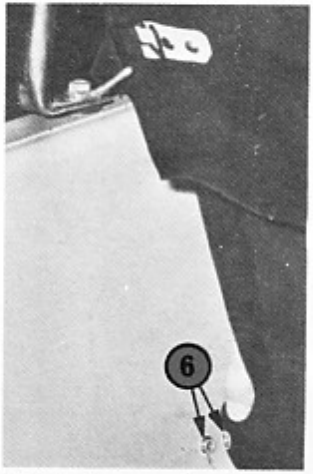

Fig. 43 - Cappotta in posizione "Pick-up"
- Con l'intelaiatura tubolare anteriore collocata (rif. 1), introdurvi la parte alta della centina posteriore (rif. 2), quindi bloccare i piedini sinistro e destro tramite il dispositivo di bloccaggio (rif. 3 e 4) (ved. inoltre fig. 43).